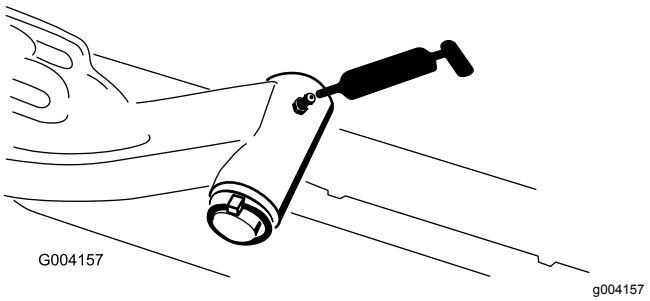

Figur 79
- Løftearmenes drejeaksel (1 hver) (Figur 79)